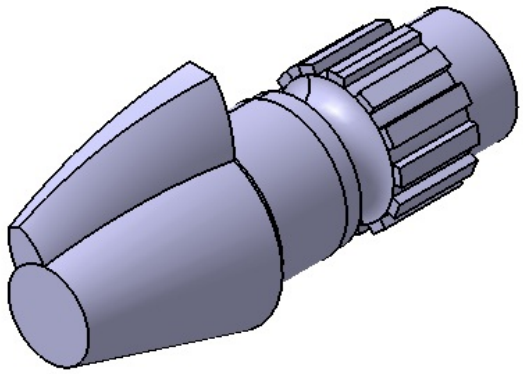

Figure 9-76 *The preview of the resultant feature*
5. Choose **OK** from the **Multi-Sections Solid Definition** dialog box. The final resulting feature is shown in Figure 9-76.